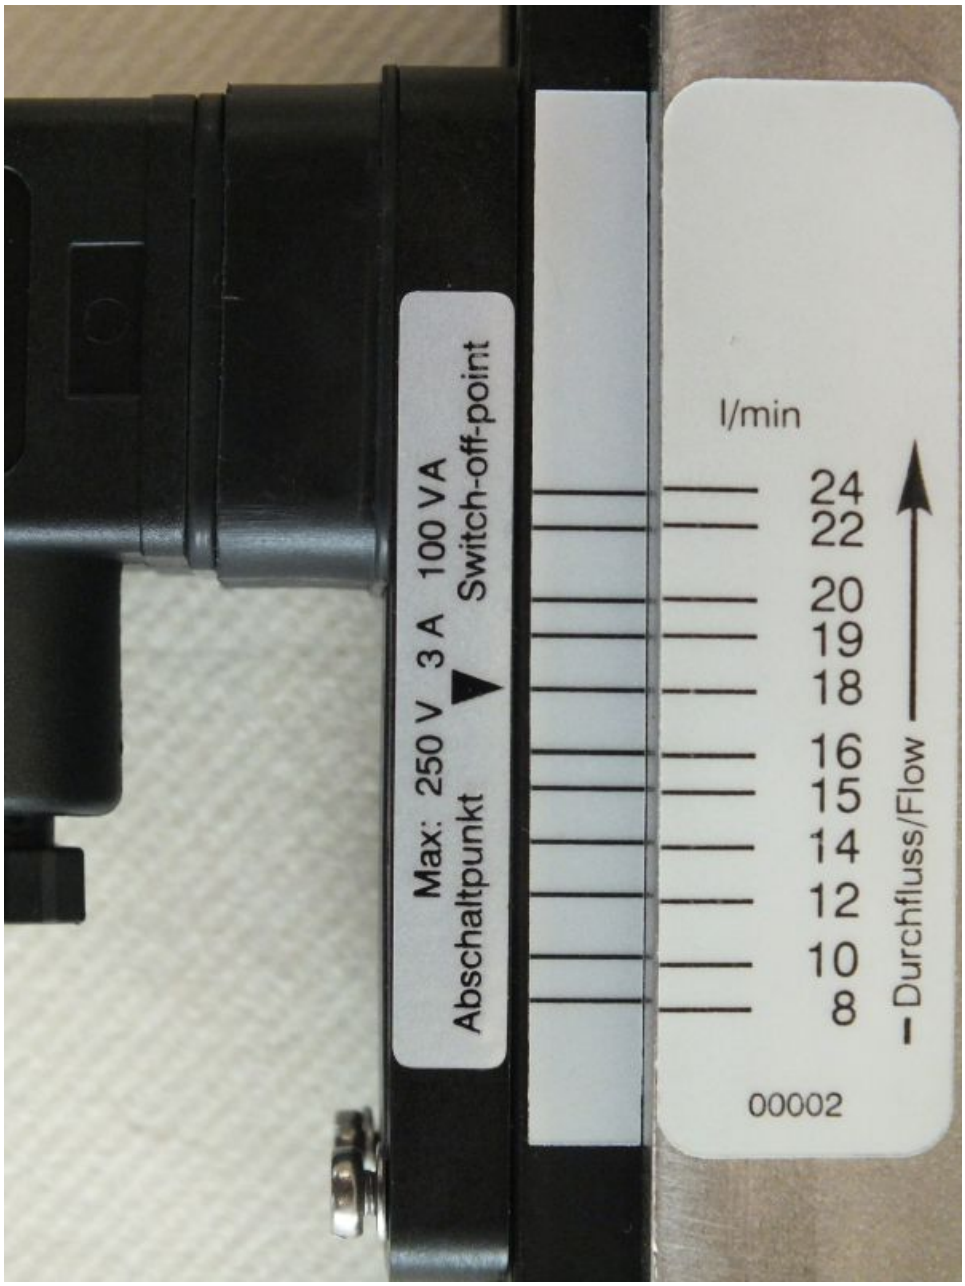

Fig. 39: Reading-off the switch point (example)
1. Make sure that the setting arrow, the scale mark on the additional label on the guide rail and the scale mark of the switch point adjustment scale are in alignment. (*Fig. 39*)